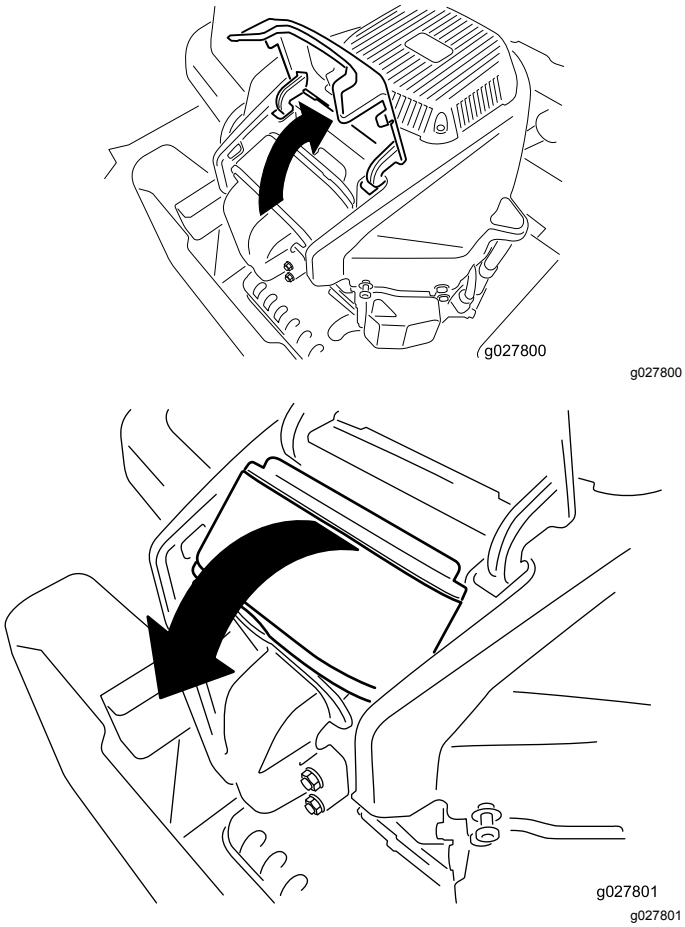

Figur 42
4. Lyft kåpan och vrid luftrenaren ut ur motorn (Figur 42).